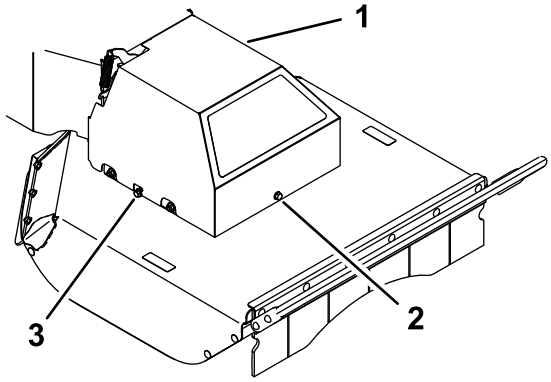

Figura 32
5. Afloje los pernos del lado izquierdo y derecho unas vueltas y afloje el perno delantero hasta que la cubierta quede suelta (Figura 32).
luego apriete ambos pernos laterales (Figura 32).